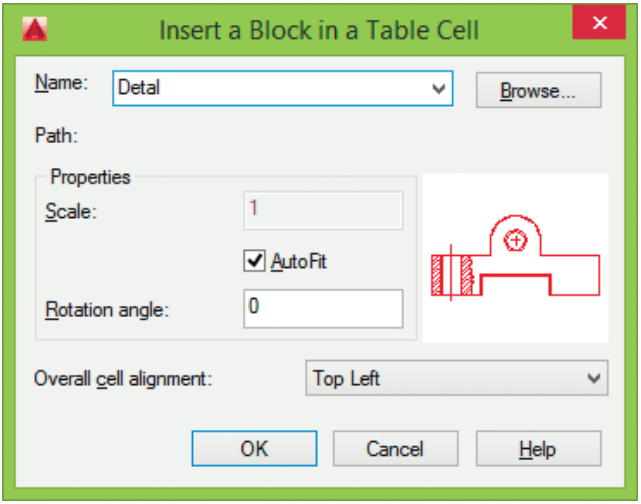

Рис. 10.37. Диалоговое окно вставки блока в ячейку таблицы
- **Block...** – загрузка диалогового окна **Insert a Block in a Table Cell** (рис. 10.37), предназначенного для вставки блока в ячейку таблицы: